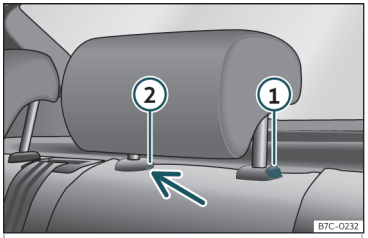

Fig. 99 Apoyacabezas trasero: desmontaje.
- Pulse la tecla>>> **fig. 99** ①, apretando a la vez por el orificio del seguro ② con un destornillador plano de máximo 5 mm de anchura y retire el apoyacabezas.